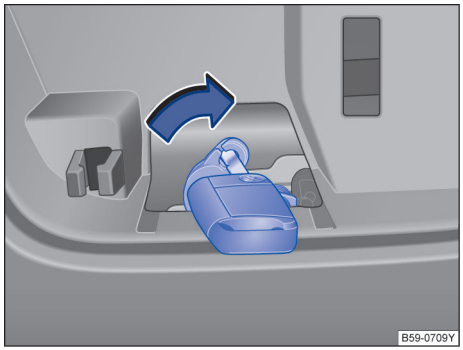

图 67 在行李厢中：行李厢盖的应急解锁机构
– 将钥匙头插入行李厢盖中的开口→ 图 67 并沿箭头方向按压解锁拨杆，解锁行李厢盖。 ◁